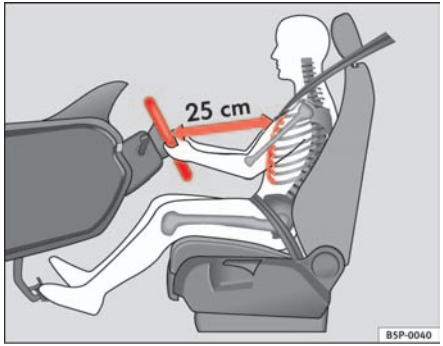

Fig. 1 The proper distance between driver and steering wheel
– Adjust the steering wheel so that there is a distance of at least 25 cm between the steering wheel and the centre of your chest ⇒ fig. 1.
- **Adjust the driver's seat so that there is at least 25 cm distance between the centre of the chest and the hub of the steering wheel ⇒ page 9, fig. 1. If you are sitting nearer than 25 cm, the airbag system cannot protect you properly.**